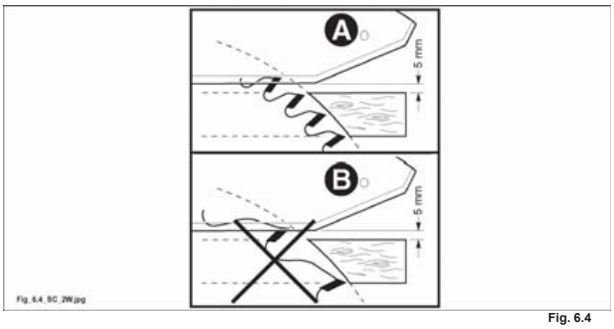

Fig. 6.4
- Scegliere la dentatura ricordando che per avere un buon taglio è necessario che almeno 2-3 taglienti lavorino nello stesso tempo (A fig. 6.4). Se lavora un solo tagliente (B fig. 6.4) non si ottiene un buon taglio.